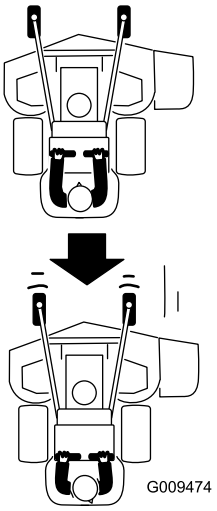

Figure 24
2. Tirez les leviers de commande de déplacement lentement en arrière (Figure 24).